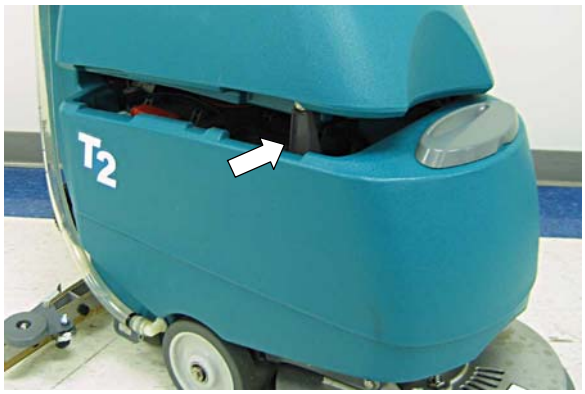

AFB. 31
4. Til de vuilwatertank op voor ventilatie (afbeelding 31).